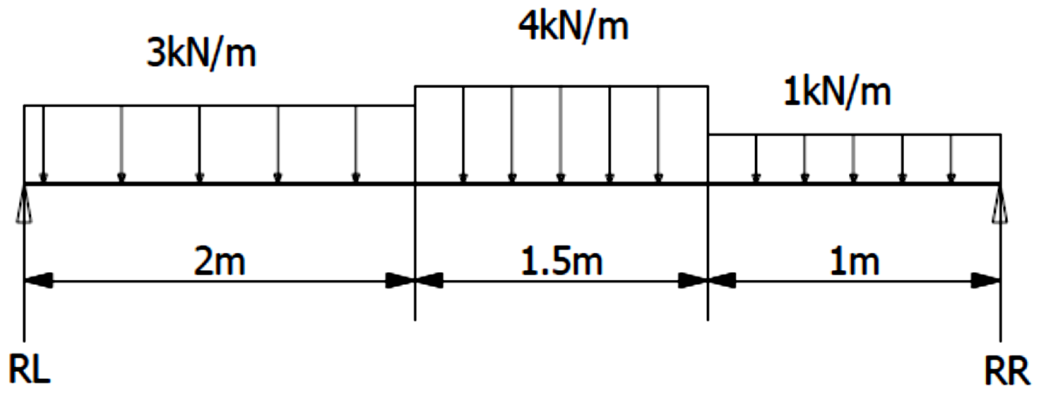

FIGUUR 1
2.1 FIGUUR 1 toon 'n eenvoudig ondersteunde balk wat eenvormig verspreide laste dra wat in verskillende balksegmente wissel.